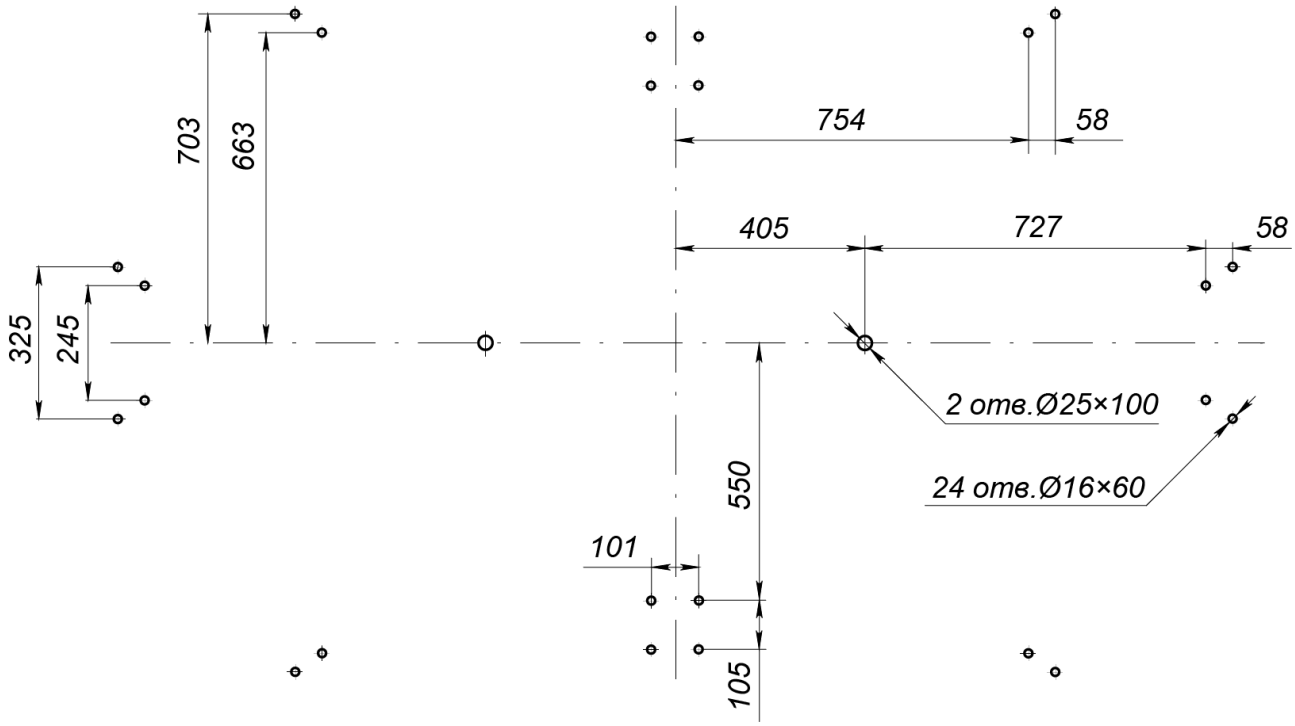

Рисунок 11. Схема разметки установочных отверстий
3. Выполните на установочной поверхности разметку отверстий для монтажа турникета. Используйте шаблон из комплекта поставки, но затем обязательно проверьте истинность расстояний в соответствии с рис. 11.